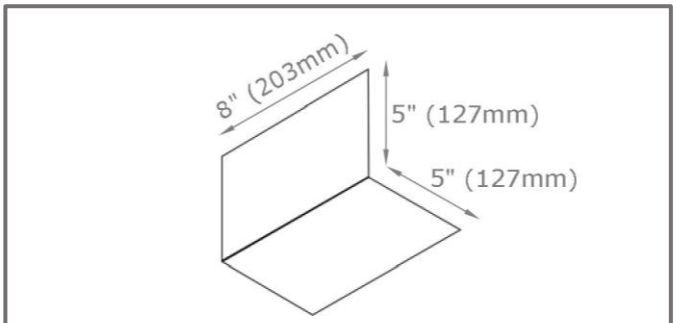

FIGURE 19 - Step Flashing
- F-WAVE recommends using ***10" x 8" (254mm x 203mm) step flashing*** metal. See **Figure 19**.